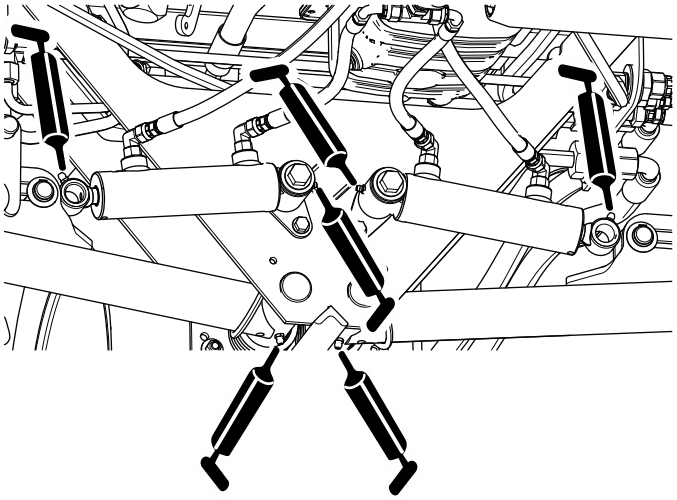

Figur 47
- Bageste løftearms drejetapper og løftecylindere (3 på hver side). Se Figur 47.